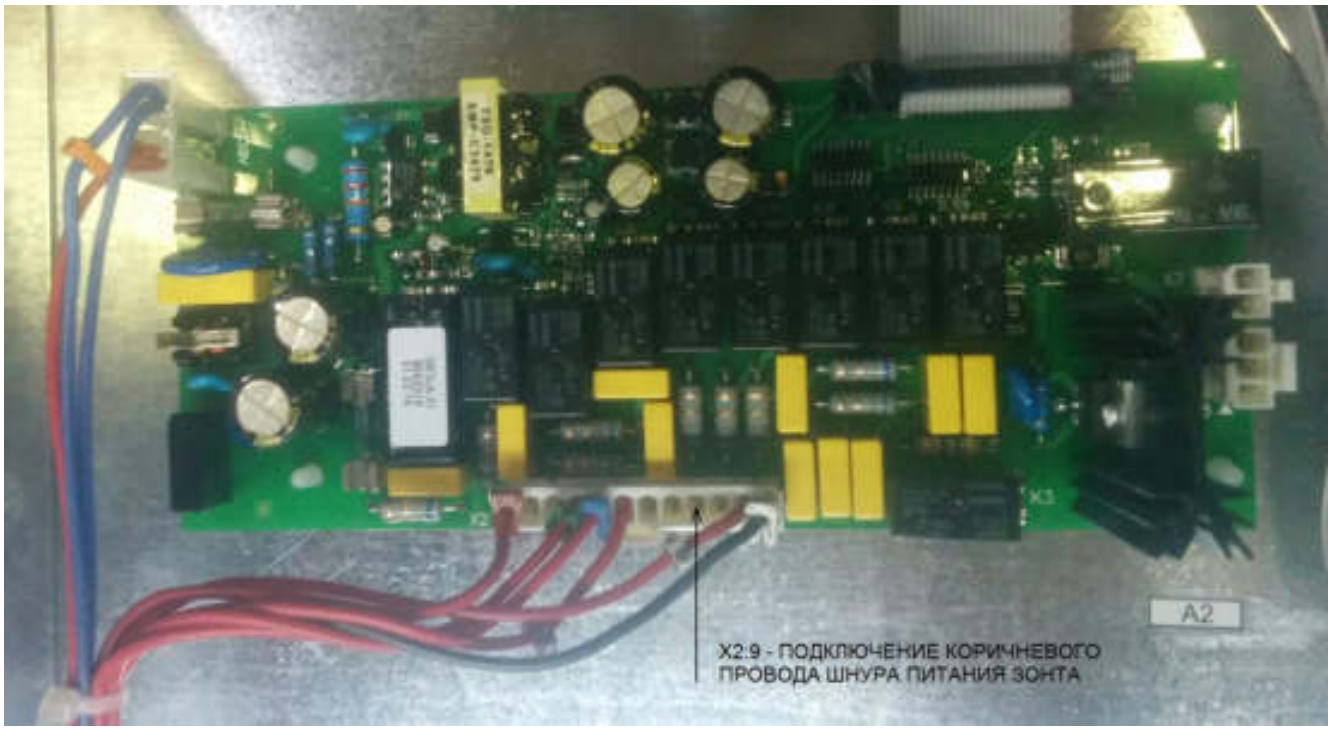

Рис. 7 - Подключение к блоку управления контроллера
5. Коричневый провод шнура питания (L) подключить к разъему X2:9 блока управления контроллера (см. Рис. 7); синий провод шнура питания (N)